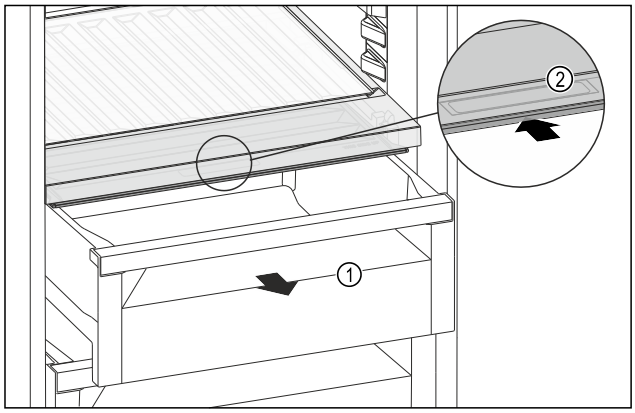

Fig. 166
▶ Pull out the drawer *Fig. 166 (1)*.
▶ Grasp the recessed grip *Fig. 166 (2)* on the compartment lid and push the compartment lid backwards at the same time.